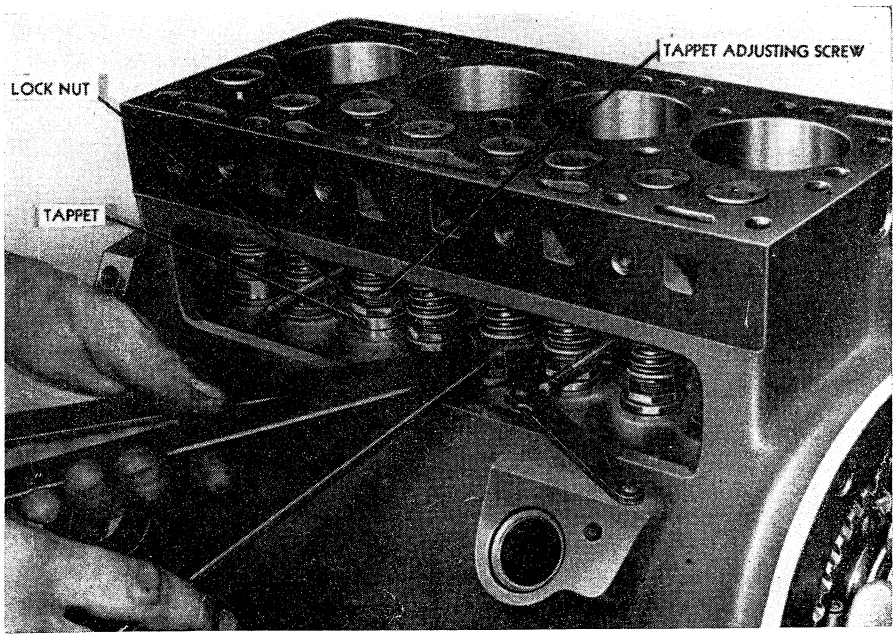

*Fig. MH5—Adjusting tappets on Continental N62 engine. A three wrench operation.*
16. **ADJUST.** Adjustment of tappet clearance is a three-wrench operation (Fig. MH5). Recommended gap is .012 cold for inlet and exhaust. To adjust all of the tappets it will be necessary to remove carburetor, distributor and valve chamber cover. If only one or two tappets near the rear of block are to be adjusted, the distributor need not be removed. Adjust tappets for number one cylinder when number four piston is at top center of its compression stroke; adjust number three when number two piston is on top center of its compression stroke and proceed in the same manner for all cylinders through the firing order (1-3-4-2).